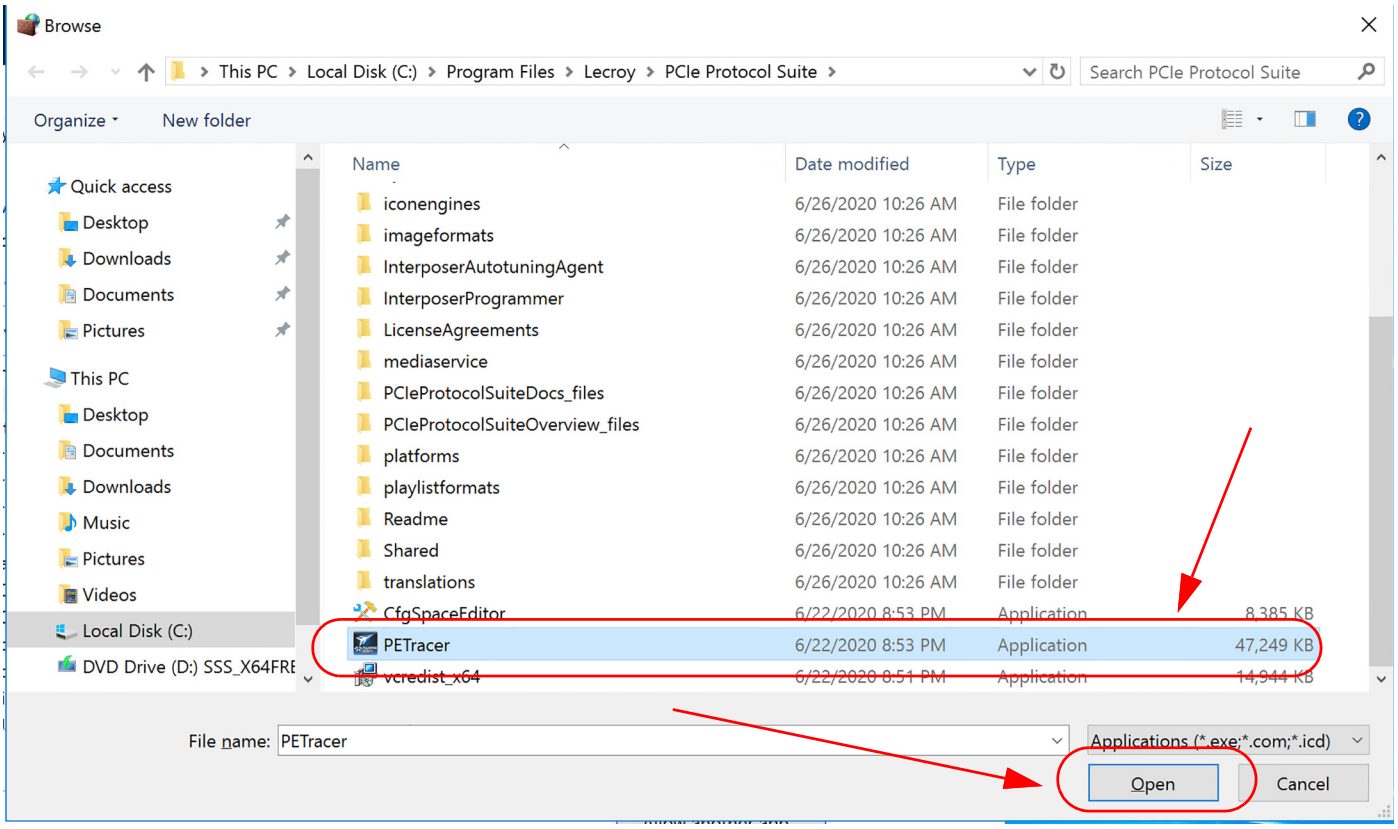

Figure 3.7: Windows Server 2016/2019: Browse to Find Application -> PCIe Protocol Analysis Application
7. In the Browse window navigate to the location of the installation directory for the PCIe Protocol Analysis you are installing. The Teledyne LeCroy PCIe Protocol Analysis software is typically installed on your machine in the C:\Program Files\LeCroy\PCIe Protocol Suite directory. See Figure 3.7.